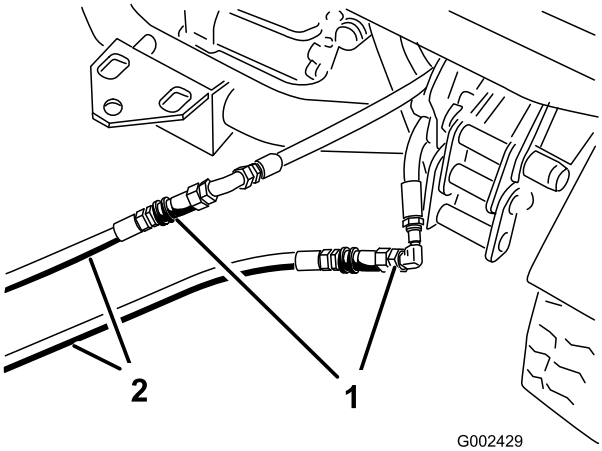

Rysunek 76
3. W niesprawnym pojeździe podłącz dwa węże uruchamiające do odłączonych węży (Rysunek 76).